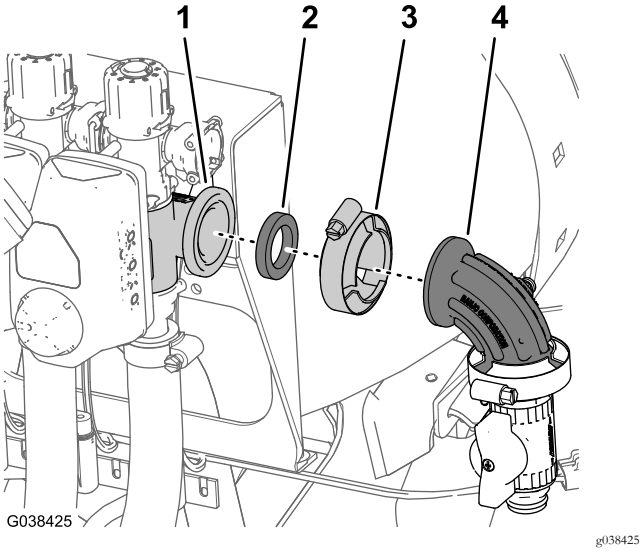

Figura 89
6. Monte a flange do cotovelo de 90° (com porta de pressão) na flange da válvula da secção da rampa direita com a junta e o grampo da flange que retirou no passo 1, como se mostra na Figura 89.